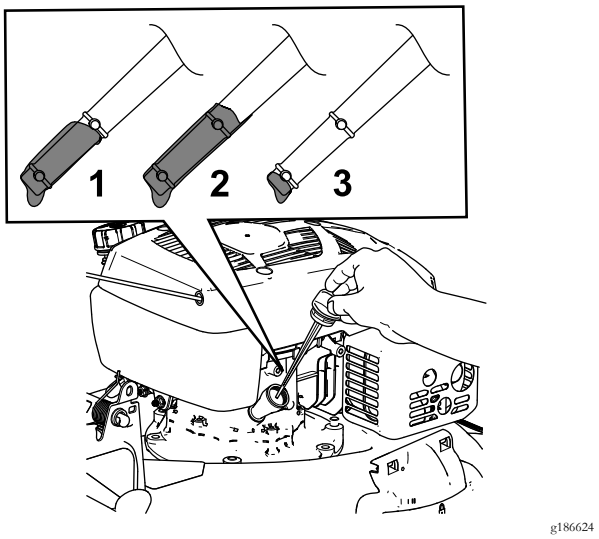

Figure 13
2. Retirez la jauge (Figure 13).
5. Vérifiez le niveau d'huile indiqué par la jauge (Figure 13).